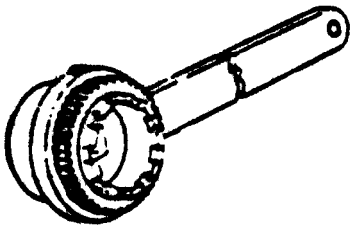
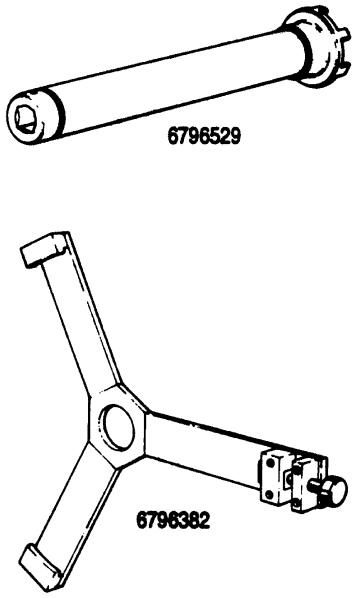

Figure 14. 6799621 Turbine Coupling Clamp Nut Wrench
Figure 15. 6796529 Turbine Rear Bearing Clamp Nut Spanner Wrench and 6796382 Wrench Support
g. Apply a mixture of SAE–AMS–M–7866 and MIL–PRF–23699 to threads and install turbine coupling clamp nut (14).
h. Tighten nut 70–90 lb ft. with 6799621 turbine coupling clamp nut wrench. (See figure 14.) (QA)
d. Hold rotor using 6799621 turbine coupling clamp nut wrench installed in front end of turbine coupling adapter (See figure 14). Use 6796529 spanner wrench and 6796382 wrench support (See figure 15) to tighten the rear bearing clamp nut (59, figure 1) to 100-110 lb. ft; loosen and retighten to 75-90 lb. ft. to ensure seating of parts and stress-free assembly. Make sure a hole in the clamp nut aligns with one of the lockpin slots in the turbine rotor shaft.